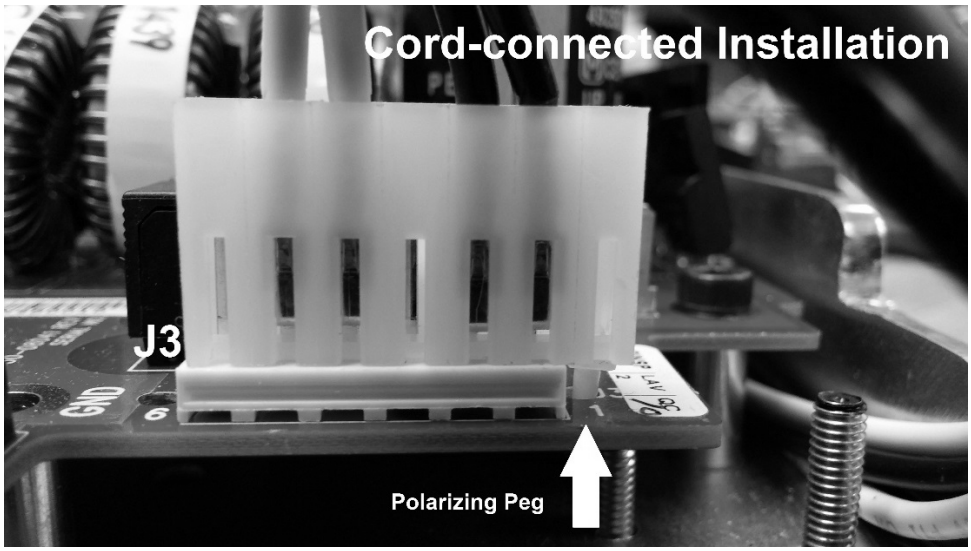

Figure 28 Power Switch Harness Configuration for Cord-Connected Installation
8. Reconnect the connector to J3 of the Power Supply Control Board. Align the polarizing peg as shown in *Figure 28*.